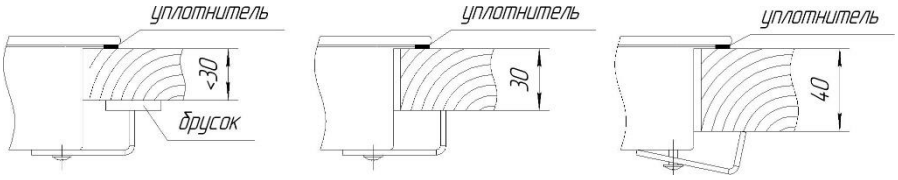

рис. 2
- Установить прижимы на корпус, закрепив их винтами (рис.2).